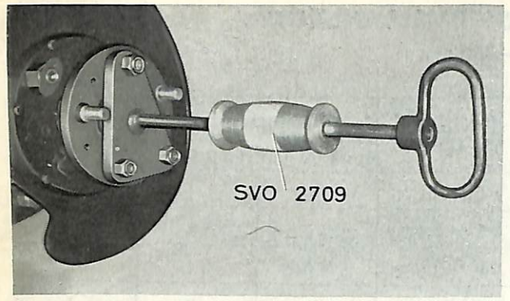

Bild 18. Demontering av drivaxel
4. Lossa skruvarna för bromssköld och -hållare. Dessa lossas genom hål i drivaxelflänsen. Vrid bromsskölden bakåt så att handbromskonsolen går fri från flänsen på kåpan. Drag ut drivaxeln med avdragare SVO 2709, se bild 18.
De lossas genom hål i drivaxelflänsarna. Drag ut drivaxlarna med avdragare SVO 2709, se bild 18.